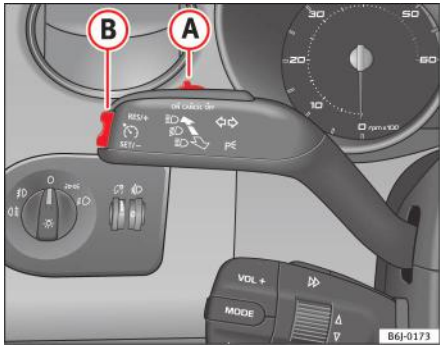

Fig. 106 Maneta pentru semnalizarea direcției și faza lungă: comutatorul și comutatorul basculant pentru tempomat
– Apăsați partea superioară **RES** a comutatorului basculant ⇒ fig. 106 (B) pentru creșterea vitezei. Automobilul va continua să accelereze cât timp continuați să apăsați comutatorul basculant. La eliberarea butonului, noua viteză este memorată.
Tempomatul este oprit dacă reduceți viteza prin apăsarea pedalei de frână. Reactivați comanda printr-o apăsare a secțiunii superioare a comutatorului basculant **RES+** ⇒ fig. 106 (B).